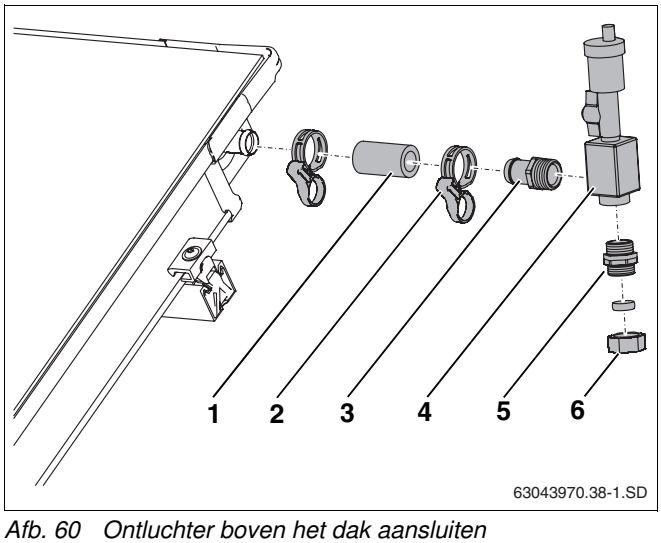

Afb. 60 Ontluchter boven het dak aansluiten
- Schuif de korte flexibel voor zonne-energie (55 mm, afb. 60, **pos. 1**) op de vertrekaansluiting van het collectorveld en fixeer hem met de veerklemring.
- Schroef de flexibel R¾ met O-ring (afb. 60, **pos. 3**) in de luchtbeker (afb. 60, **pos. 4**) vast.
- Steek de flexibel (afb. 60, **pos. 3**) tot aan de aanslag in de flexibel voor zonne-energie en fixeer hem met veerklemringen (afb. 60, **pos. 2**).
- Schroef een dubbele nippel met O-ring in de luchtbeker (afb. 60, **pos. 5**).
- Sluit de verzamelleidingen aan de klemringschroefkoppeling (18 mm) aan (afb. 60, **pos. 6**).